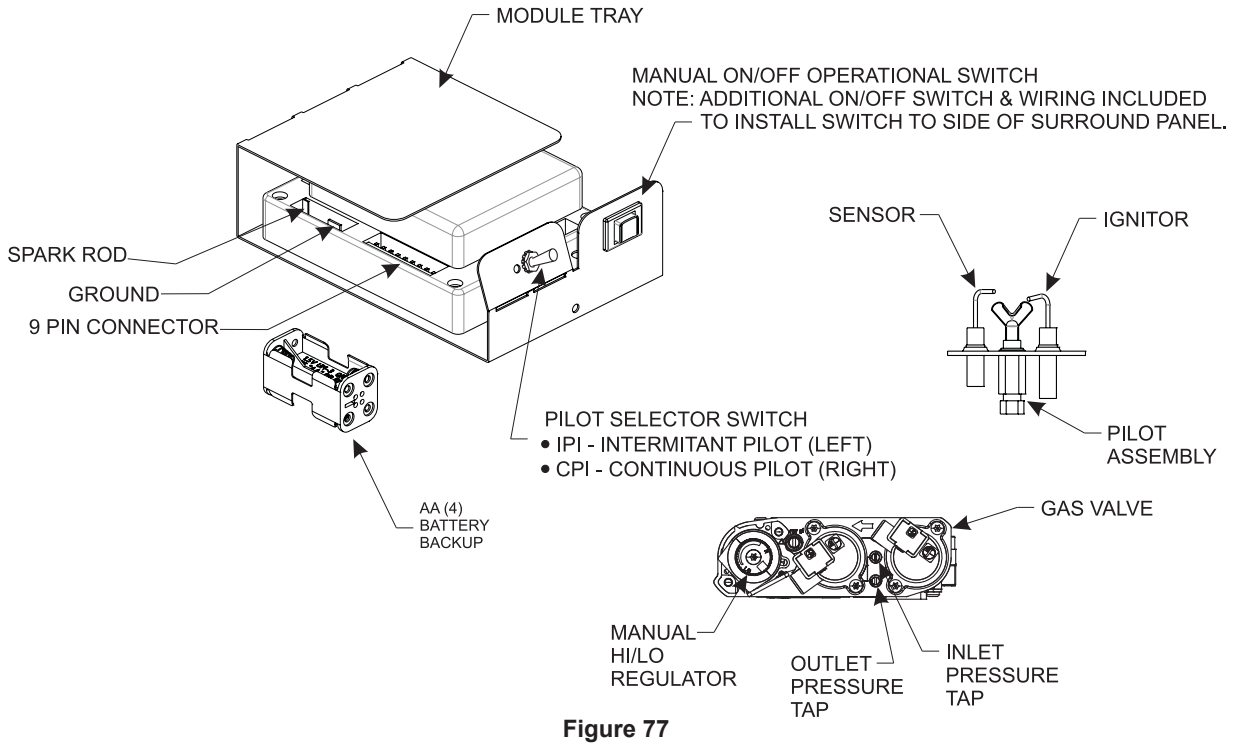

**Figure 77**
Note: A small toggle switch is located on the front of the module tray that is used to switch from IPI (left) to the CPI (right). See Figure 77.
3. The gas valve has inlet and outlet pressure taps as shown in Figure 77. Refer to page 12 for gas pressure requirements.
**Note:** The gas control has a manual HI/LO flame adjustment knob (regulator) that allows you to increase or decrease the height of the burner flame. See Figure 77. Rotate the HI/LO knob counterclockwise to “HI” to increase the flame height, and clockwise to “LO” to decrease the flame height.
To connect the remote receiver to the appliance, first disconnect the ON/OFF switch wires from the white and green wire connectors and connect the wires from the remote receiver to the green and white wire connectors. See Figure 77.